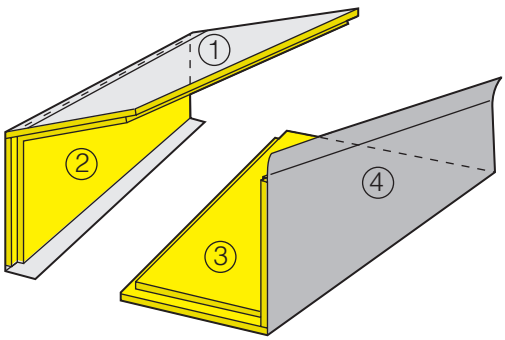

Fig. 3-15C.
4. Staple and tape panel ① to panel ②. Staple and tape panel ② to panel ③. See Fig. 3-15C. Fold into finished shape and staple panel ④ to panel ①. Apply closure to all staple flaps. See Section IV, CLOSURE.